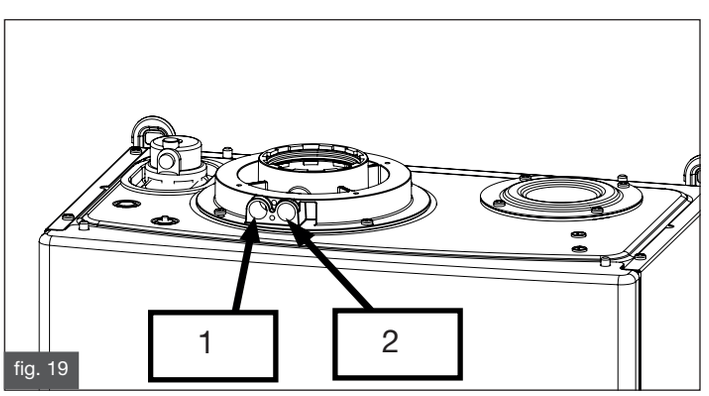

fig. 19
Nella torretta sono stati predisposti dei fori per l’accesso diretto all’aria comburente ed allo scarico dei fumi (fig. 19).
- misura dell’aria comburente prelevata nell’apposito foro 1 (fig. 19);
- misura della temperatura fumi e della $CO_2$ prelevata nell’ apposito foro 2 (fig. 19).